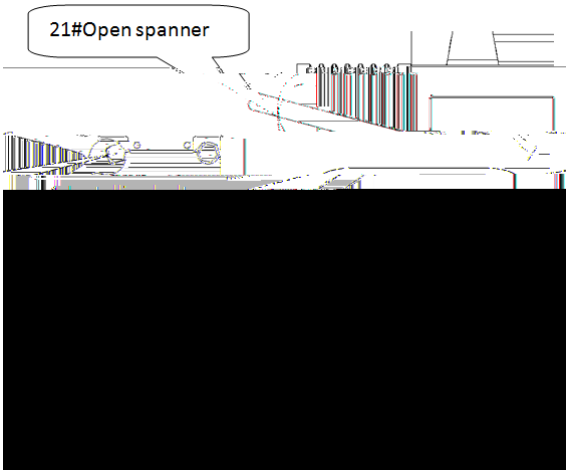

Fig. 1.3
a) Rotate 4 installing bolts counterclockwise with 21 open spanner until the guide screw can rotate. Refer to fig.1.3.